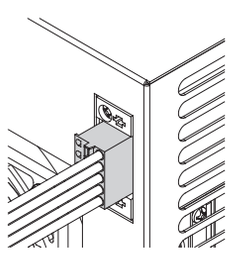

図7
4. 端子台コネクターを本製品に挿入してください。（図 7）